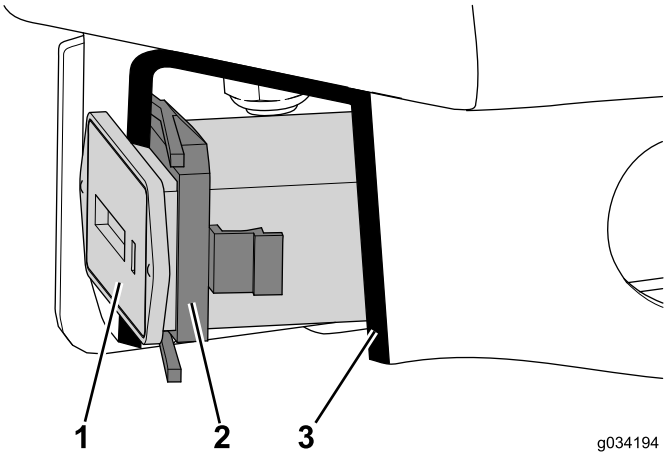

Figur 12
3. Ta i förekommande fall bort timmätarens hållare från konsolenheten (Figur 12).